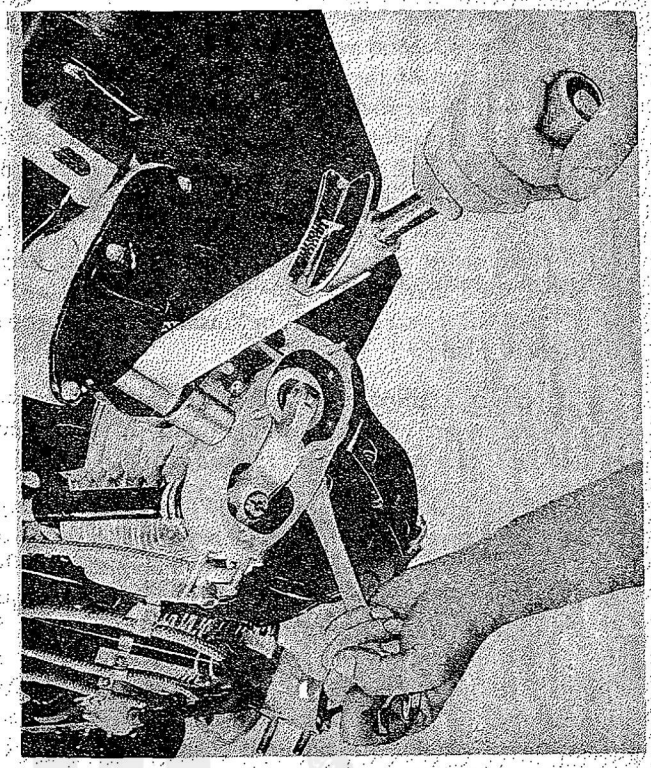

Figure 236—Tightening Rocker Hub Bolt Nut
e. Tighten the rocker bolt nut to the torque value as specified in the Table of Limits, Section XII, using the torque wrench handle (Tool No. 84922) and a socket. Refer to Figure 236. If it is necessary to exceed the recommended torque value to line up the cotter pin hole, select another washer and nut. Insert